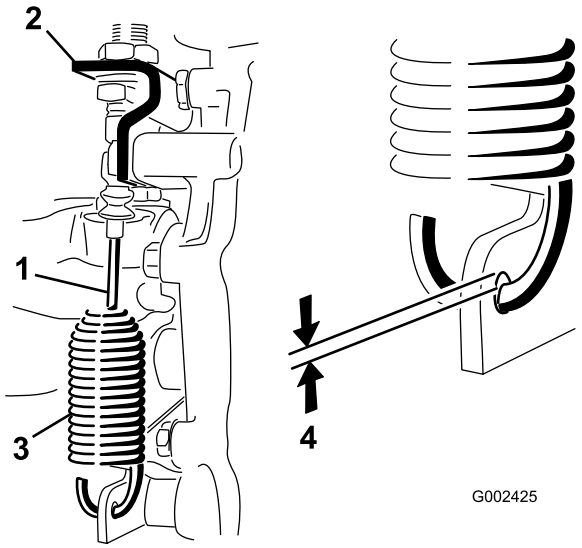

Figuur 56
2. Draai de contramoeren los waarmee de kabel van de differentieelgrendel is bevestigd aan de beugel op de transaxle (Figuur 56).